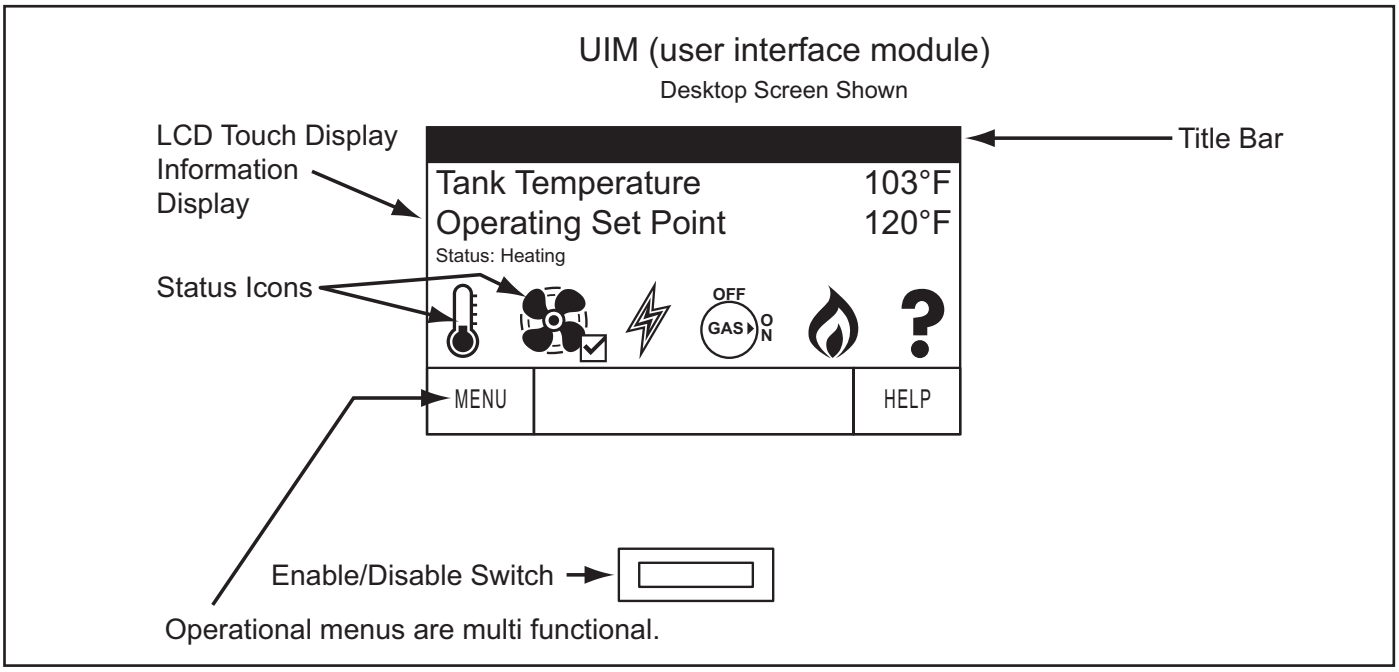

Figure 59
The Status Icons are displayed on the Desktop screen and convey operational and diagnostic information. The icons are described in the table below. See Figure 59 on page 45. Ensure the water heater is properly grounded. Flame sensing requires an adequate earth ground. If the water heater is not properly grounded it will cause Ignition Failure. See Electrical Connections on page 57.
The current operational state of the water heater is displayed on the Desktop screen as the "Status." The common operational states are described in the table below. See Figure 59 on page 45. Ensure the water heater is properly grounded. Flame sensing requires an adequate earth ground. If the water heater is not properly grounded it will cause Ignition Failure. See Electrical Connections on page 57.
From the Desktop Screen (see Figure 59 on page 45) press and hold down the middle (unmarked) area located between the "MENU" and "HELP" buttons for 15 seconds to activate the "Contact Information" screen. It is located between the "MENU" and "HELP" buttons. This will launch a discrete menu where personalized contact information can be entered. Using the Slidebar select (highlighted in black) the "Show Contact" menu item. Press "ACCEPT" to activate the adjustment mode for this parameter.	Contact Information Show Contact No >▲ Change Contact Name >▌ Change Contact Phone >▌ Current Contact Info: (000) 000-0000 ▼ BACK HELP